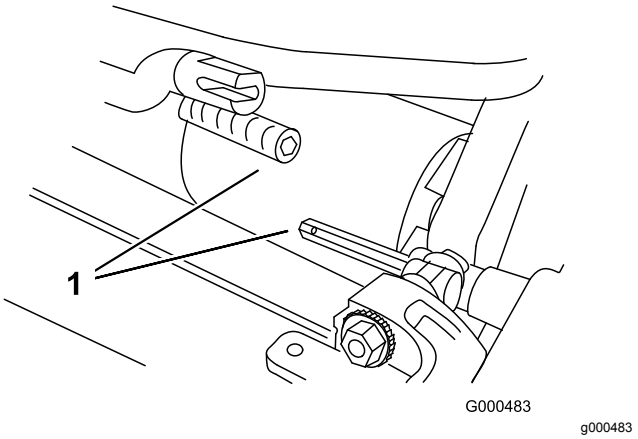

Figur 7
3. Skub klippeenheden ind under traktionsenheden og mod venstre for at indkoble transmissionskoblingen (Figur 7).